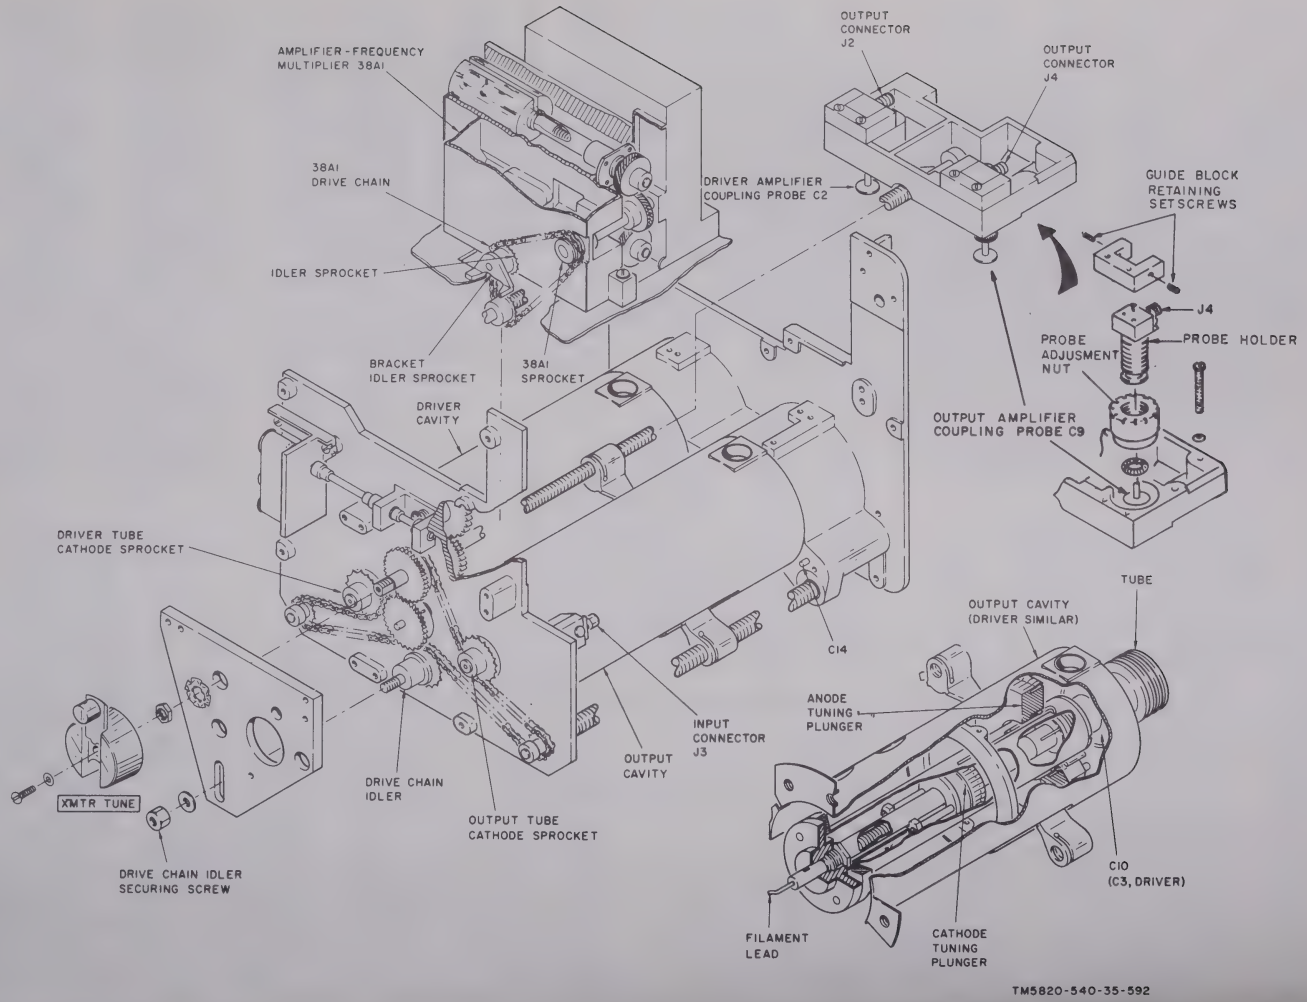

Figure 4–314. Radio frequency amplifier 37AR1, tuning mechanism and
(1) Connect the equipment as shown in B, figure 4–313.
(2) Set the XMTR TUNE and XMTR CHANNEL controls on the unit under test to channel 990 (695 MHz).
(3) Set the test facility switches S1 to ON and S12 to OSC.
(4) Set the tunable filter to 695 MHz and peak for maximum indication on the power meter. The power level at J2 of the frequency multiplier should be at least +23 dbm (+2 dbm as indicated on the power meter).
(5) If the power level is not as specified, loosen the two red-circled screws securing the idler sprocket bracket (fig. 4–314) of the frequency multiplier drive chain. Facing the front
(10) Connect the test equipment as shown in A, figure 4–313.
(11) Adjust the XMTR TUNE control for maximum indication on the power meter.